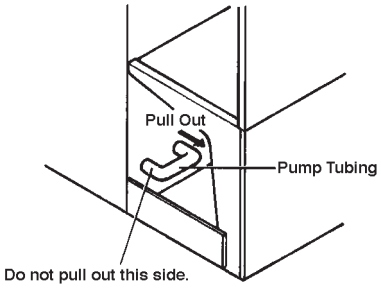

Fig. 5
5) Remove one end of the pump tubing (see Fig. 5). Drain the water tank. Replace the pump tubing in its correct position.